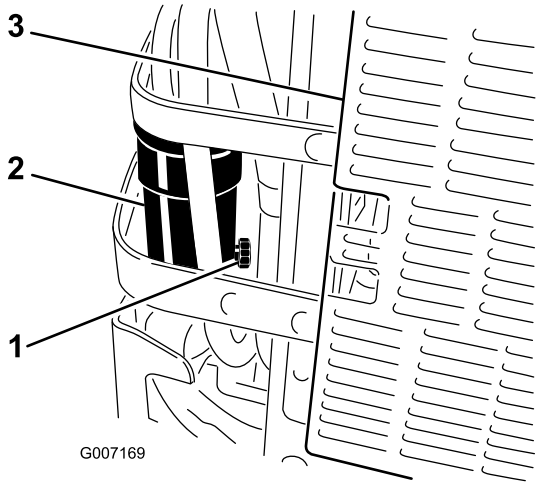

Figur 51
6. Åpne tømmefilteret på vannseparatoren ca. én omdreining slik at vann og andre kontaminanter tappes ut (Figur 51).
7. Steng tappeventilen når det kommer ut rent dieseldrivstoff (Figur 51).